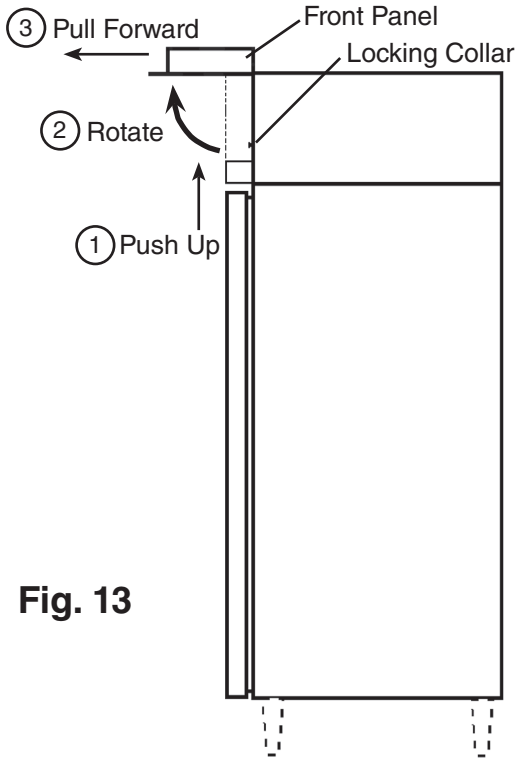

Fig. 13
1) Push the front panel up approximately 1/2" (1.3 cm) until it is disengaged from the locking collars. See Fig. 13.